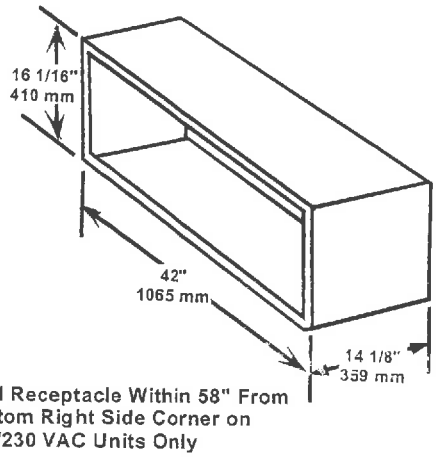
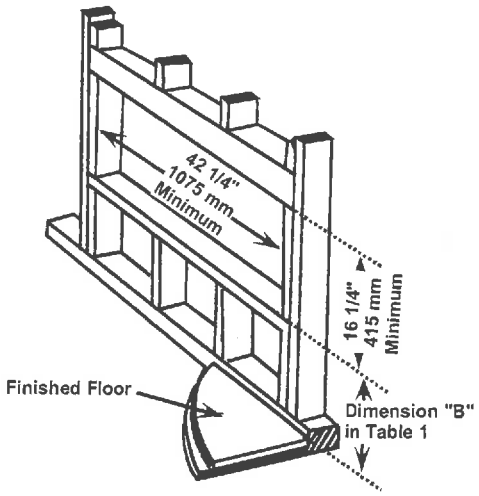

Figure 1 - Wall Sleeve Dimensions
Figure 2 - Minimum Wall Opening Dimensions
- The wall opening must be the correct size. See Figure 1 for wall sleeve dimensions and Figure 2 for minimum wall opening size.
- If used, a 208/230-volt wall receptacle must be located within 58 inches of the lower right sleeve corner. Extension cords must not be used with the unit. See the note on Figure 1.